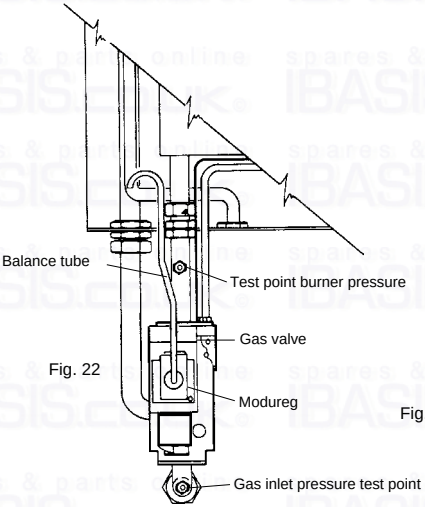

Fig. 22
b. Loosen the screw in the burner pressure test point (fig. 22) and attach a gauge.
e. Disconnect one of the wires from the «Modureg» (fig. 22), this will reduce the burner to minimum which should read 2.7 mbar +/- 0.5 mbar. If the burner pressure is not as stated check the inlet working pressure (fig. 22) which should be minimum 20 mbar. If that is correct, consult Ferroli. No attempt should be made to alter D.H.W. burner pressure.